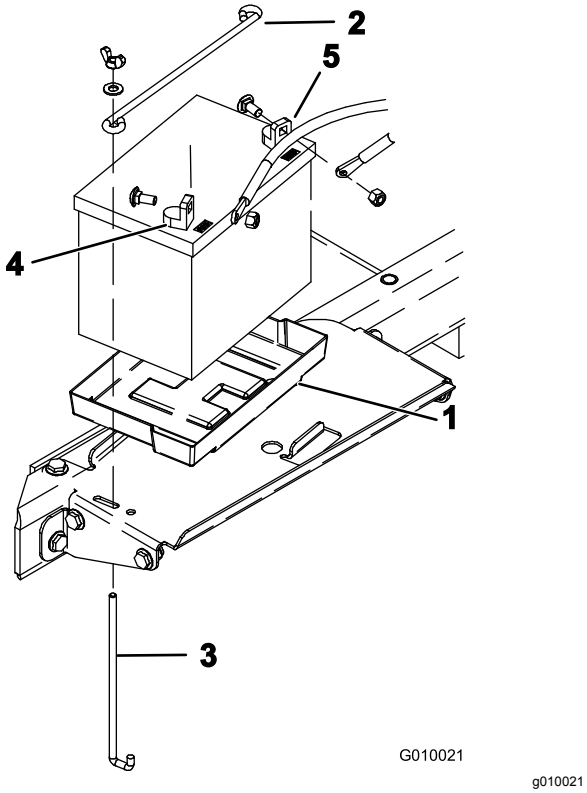

Figur 6
8. Sæt batteriet ind i bakken i batterirummet (Figur 6). Placer batteriet, så batteripolerne vender udad.
9. Fastgør batteriet til rummets bund med en batteristang, 2 holdestænger, 2 flade skiver og 2 vingemøtrikker (Figur 6).
10. Fastgør først pluskablet (rødt) på batteriets pluspol (+) med en bræddebolt og møtrik (Figur 6), og dernæst minuskablet (sort) på batteriets minuspol (–) med en bræddebolt og møtrik (Figur 6). Skyd gummikappen ind over pluspolen for at forhindre eventuel kortslutning.